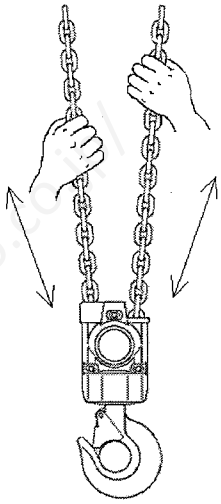

Fig.5
(2) Keep Load chain clean and well lubricated.
(3) Check Load hook is not stretched or damaged and Hook latch is in the normal position.
(4) Check Chain wheel in Hook block rotates smoothly (See Fig. 5).
(5) Check the support bearing of Load hook is not damaged, and swivels easily and smoothly.
(6) Check the trolley wheels track the rails properly and the wheels and rails are not worn.
(7) Check the lifting sling (suspension fastening) is not damaged or worn.